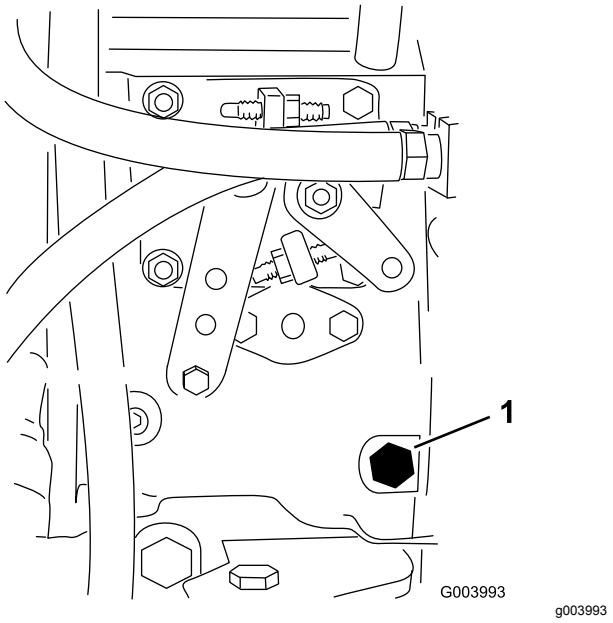

Figuur 34
3. Draai de ontluchtschroef op de brandstofinjectiepomp open (Figuur 34) met een sleutel van 12 mm.